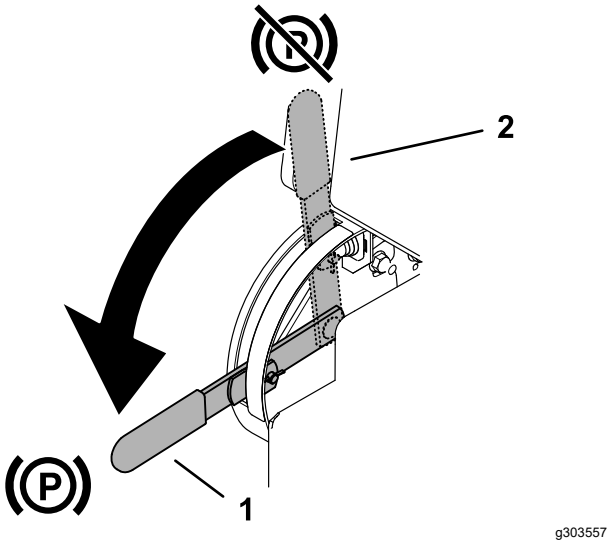

**Figuur 7**
- Draai de hendel naar beneden om de parkeerrem in werking te stellen (Figuur 7).
- Draai de hendel naar boven om de parkeerrem vrij te zetten (Figuur 7).